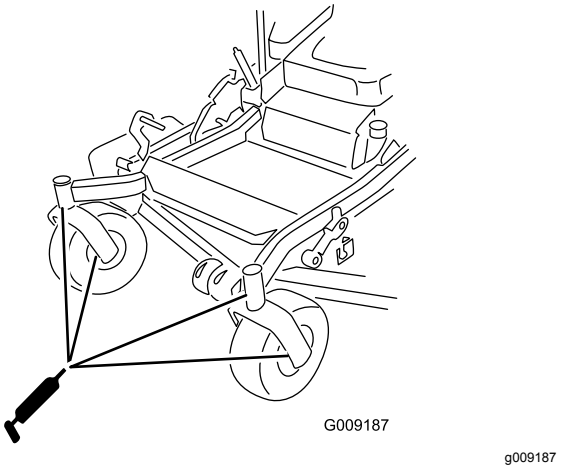

Figura 46
12. Instale el tapón hexagonal y la tapa (Figura 46).
13. Engrase los cojinetes de las ruedas giratorias (Figura 46).